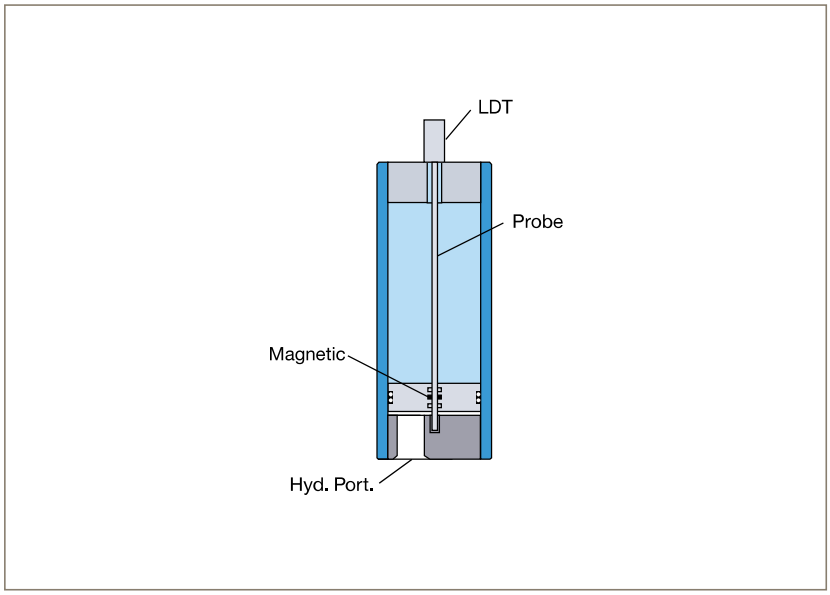

Fig. 14d Linear Displacement Transducers (LDT) can accurately detect both piston location and velocity
- **When it is required to know the exact location of the piston inside the accumulator, use a linear displacement transducer (LDT) (Fig. 14d). Positions as well as velocity can be determined by the use of this unit. An LDT works by sending a signal down the probe. This signal is then reflected by a magnet attached to a rod and piston assembly. The LDT records the amount of time between sending and receiving the reflected signal and then calculates the position of the piston. Multiple signals will allow the unit to calculate velocity. Using this unit will allow the user to know the exact volume of fluid in the accumulator as well as the flow rate of the fluid.**